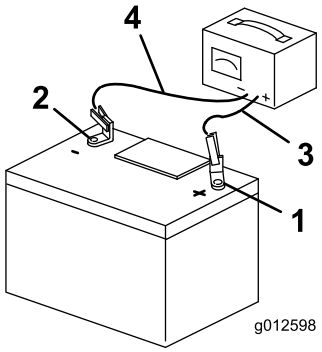

Bild 54
3. Wenn die Batterie voll geladen ist, ziehen Sie den Stecker des Ladegeräts aus der Dose. Klemmen Sie dann die Klemmen des Ladegeräts von den Batteriepolen ab (Bild 54).